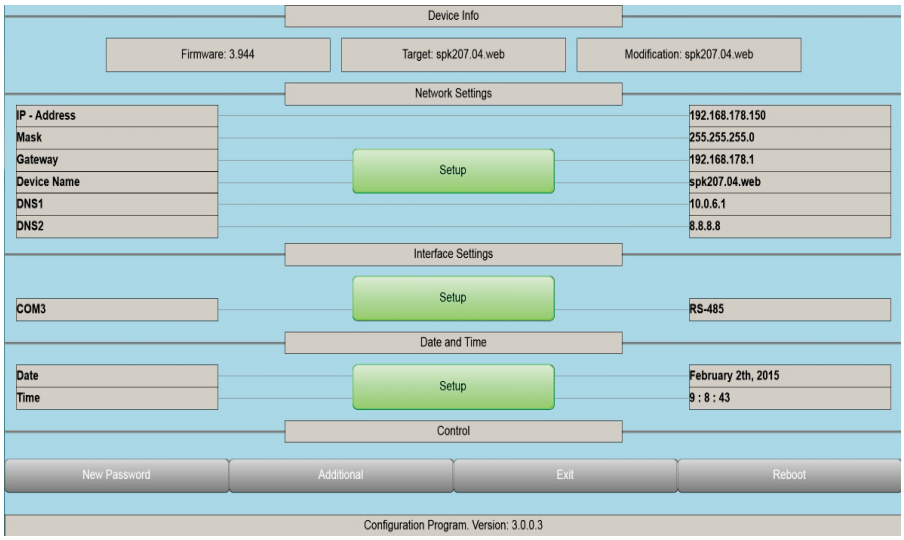

Fig. 7.3 Configuration Mode - SPK207
– Touch **OK** after the password input. If the password is correct, the configuration dialog will appear (Fig. 7.3).